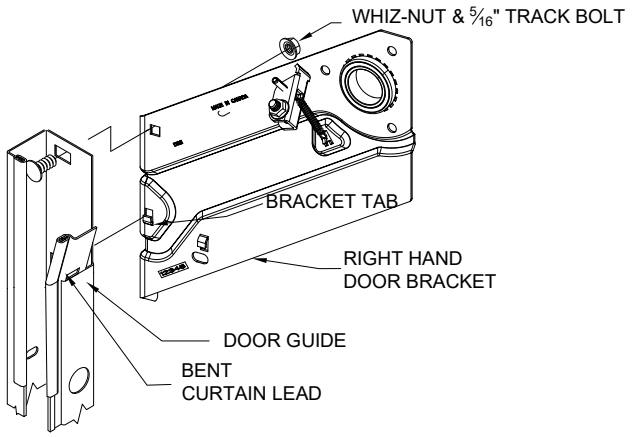
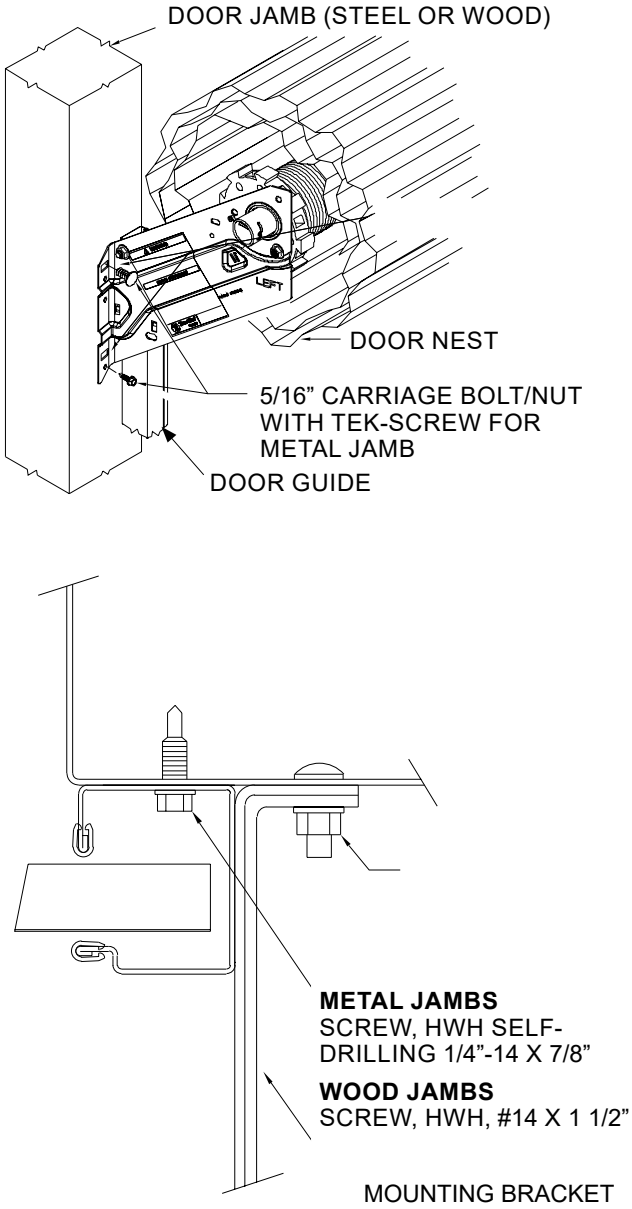

Figure 2
Figure 4
3.2 Place the guides on the ground with the mounting holes facing the ground and the bent curtain lead-in up and toward the door opening (See Figure 2 for example of right hand guide).
3.4 Attach a bracket to each guide with one (1) 5/16" flat head track bolt and one (1) whiz-nut as shown in Figure 2. Nuts go to outside of guide. Make sure the back of the bracket and guide are flush when done mounting both brackets *(See Figure 4)*.
4.4s Position the door assembly in the opening as shown in Figure 4, and drill a 3/8" hole in the jamb to match up with the upper hole in the bracket if one is not there already.
4.4w Drill through both slots. Hole sizes for masonry or wood may vary, depending on the type of fastener required. Verify the fastener size before drilling *(See Figure 4).*